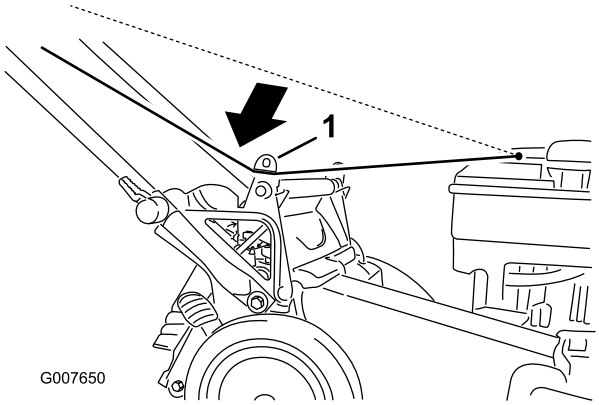

Figur 22
1. Før startsnoren rundt om det nedre snorestyr (Figur 22).